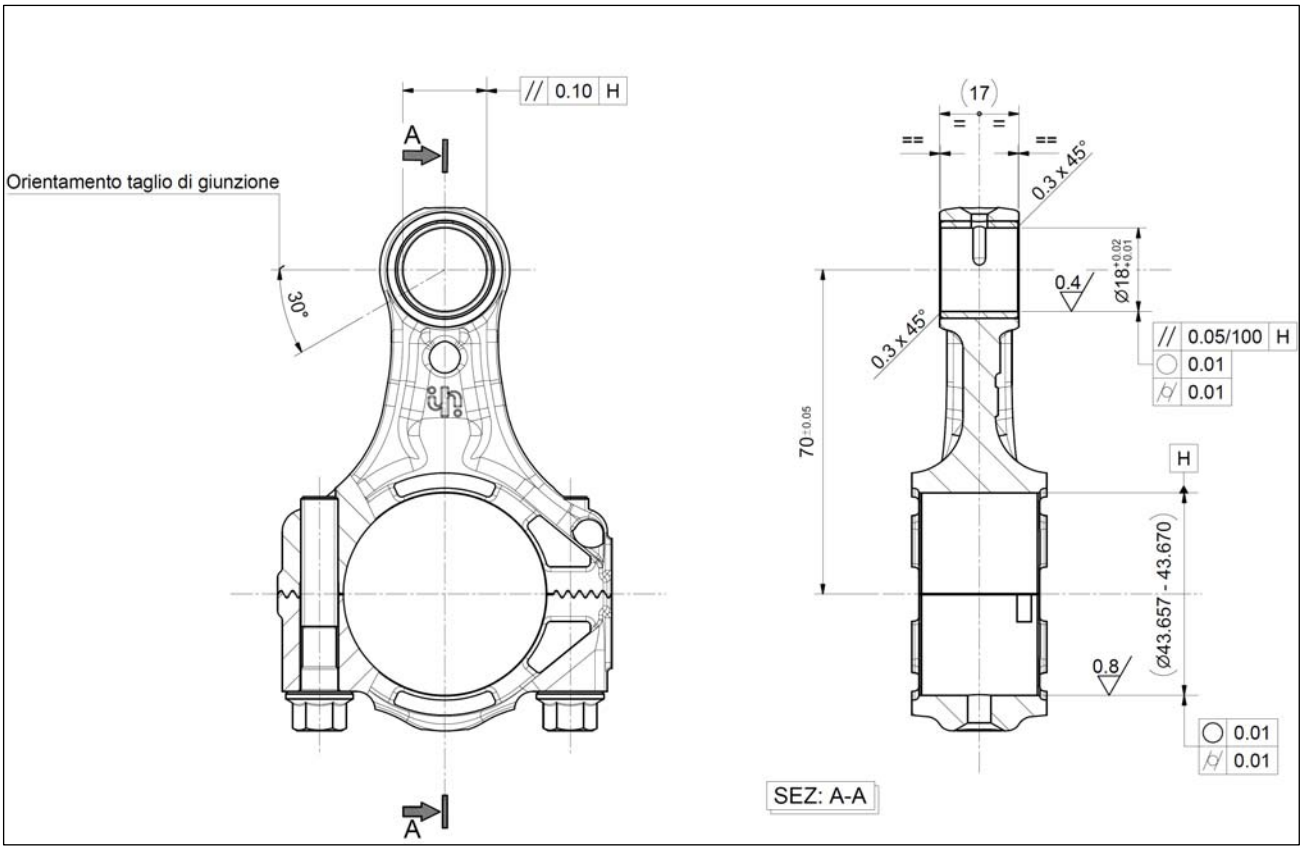

fig. 35
- the cutting junction is directed as shown in fig. 35.
Then perform mechanical processing. The dimensions and tolerances shown in fig. 35 MUST be respected.